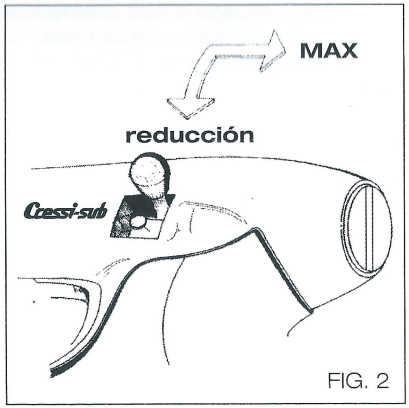
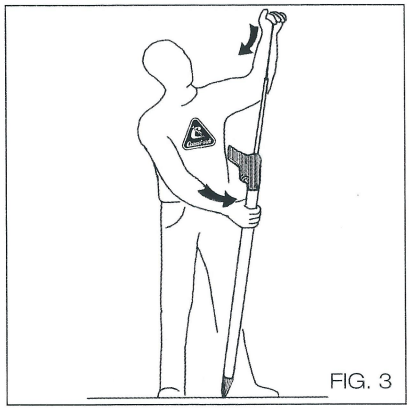

FIG. 2
FIG. 3
El fusil, vendido listo para ser utilizado con la cantidad prevista de lubricante y aire comprimido a la presión media aconsejada de18-20 bar, cuenta con un asta de 8 mm. En los modelos dotados con un reductor de potencia, es posible utilizar el fusil a la máxima presión (FIG. 2 – posición "MAX"), o bien a presión reducida (FIG. 2 – posición "reducción"), en función de que se quiera elegir entre dos tipos de disparo diferentes, con la máxima potencia o a potencia reducida. Además, colocando la palanca del reductor en la posición de "reducción" es posible facilitar la operación de carga de la flecha.
Los fusiles dotados con reductor de presión permiten facilitar la operación de carga de la flecha colocando la palanca del reductor en la posición de "reducción" tal como se indica en la FIG. 2.
Como se ha visto, el fusil se vende listo para ser utilizado con la cantidad de lubricante prevista por el fabricante y con el aire comprimido a la presión media aconsejada de 18-20 bar. Queriendo restablecer la presión de precarga, desenroscar el tapón posterior (pos. 10 cuadro 8), con el tubo del fusil hacia abajo, enroscar la bomba en dotación sin forzar y accionarla como se indica en la FIG.3. Es oportuno controlar siempre, por medio de los orificios laterales del cabezal (pos. 2k cuadro 8), que el pistón (pos. 4k cuadro 8) se encuentre al final de carrera y que no esté enganchado al mecanismo de desenganche, es decir, que esté listo para el disparo. En los fusiles dotados con un reductor de presión, se puede restablecer la presión incluso con el reductor insertado (FIG. 2 - posición "reducción"), puesto que el aire comprimido en el tubo por el pistón, pasa igualmente incluso a la parte bloqueada del depósito, a través de una válvula de retención (pos. 16k cuadro 7).
1) **en los fusiles dotados con reductor de presión, es necesario que el mismo esté desinserido (FIG 2 – posición "MAX"), antes de descargar la presión;**
2) **con el tubo del fusil vuelto hacia abajo, desenroscar el tapón posterior (pos. 10 cuadro 8) y apretar la esfera de la válvula (pos. 9k cuadro 8) con un objeto puntiagudo para permitir que salga el aire contenido en el depósito.**